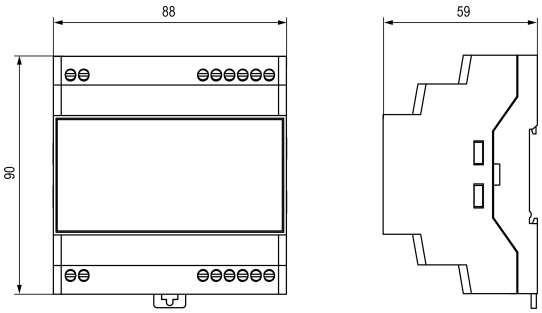

**Рисунок 4.11 – Габаритные размеры корпуса Д**
1. Подготовить место на DIN-рейке для установки прибора с учетом размеров корпуса (см. рисунок 4.11).